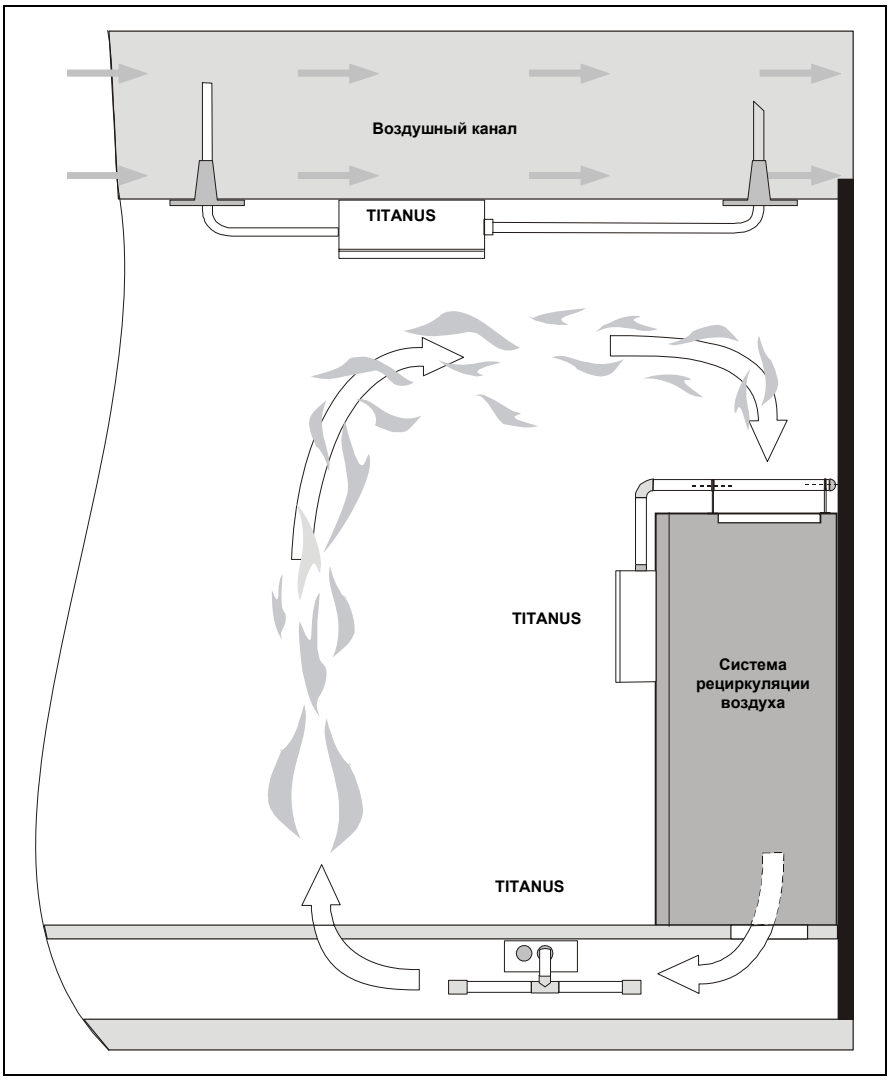

Рис. 1.2: Возможность мониторинга замкнутой системы кондиционирования и вентиляционного канала (принципиальная схема)
- В близи кондиционеров (см. Рис. 1.2) или